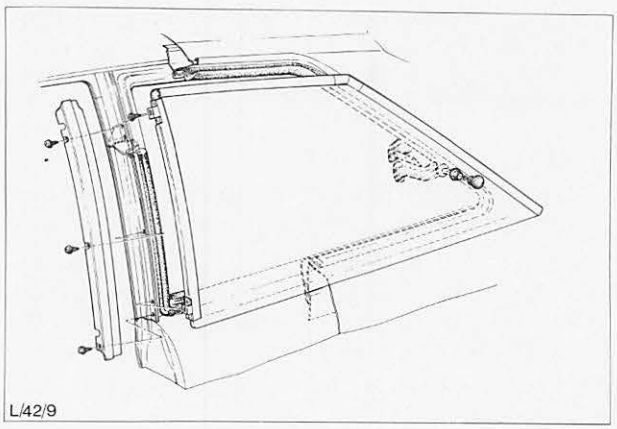

Abb. 16 Scharnierfenster
5. Scheibe – Scharnierfenster einbauen, Abb. 16.